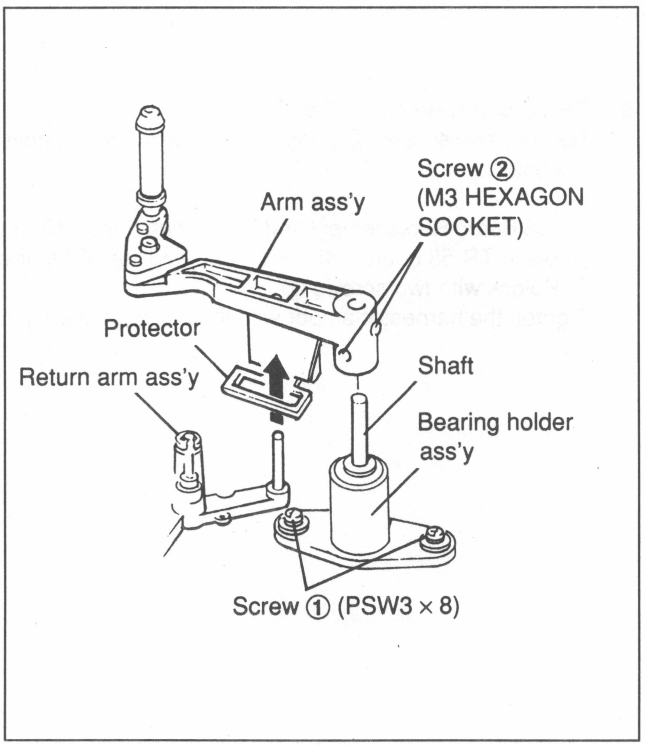

Fig.7-10-20 Bearing Holder Ass'y Replacement and Installation
4. Bearing Holder Ass'y Replacement and Installation (Fig. 7-10-20)
5. Tension Regulator Arm Ass'y Installation (Fig. 7-10-20)